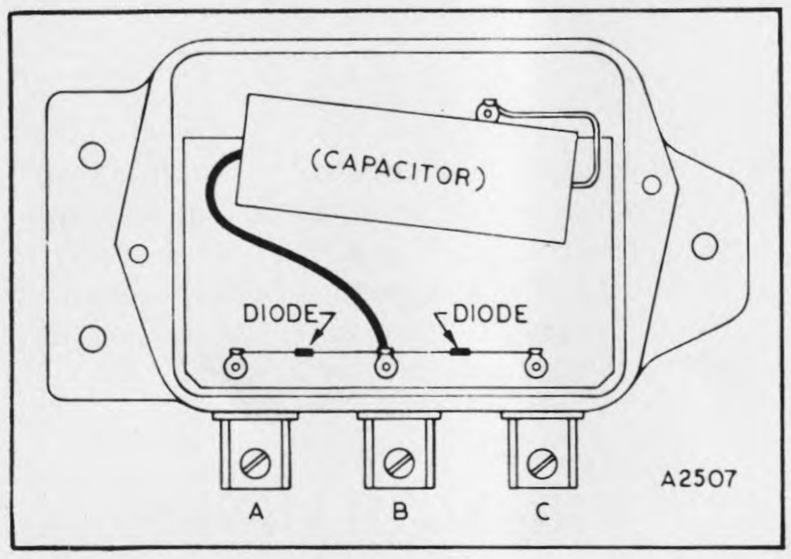

Figure 3-1A
a. Check for a ground condition, which must not exist, by placing an ohmmeter between the "A" terminal and the base, the "B" terminal and the base, and the "C" terminal and the base (See Figure 3-1A).